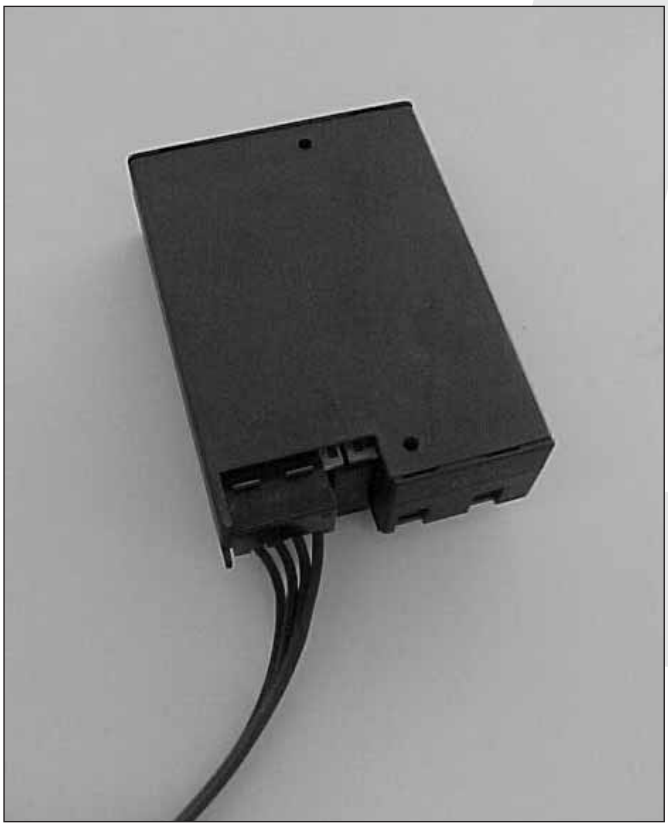

fig. 17a
- Schuif de stekker van het aansluitsnoer achterop de printplaat van de ontvanger (fig. 17a).